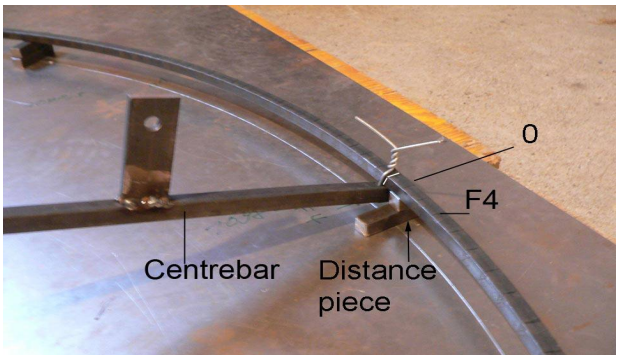

Fig. 52: fixation de la barre centrale
2. Maintenir la barre centrale (FC1) en place. Elle doit être en contact avec le cadre au niveau de ses points 0 et 8. Fixer cette barre au cadre à l'aide de fil de fer inoxydable à travers les trous de 3mm. Voir fig 52.